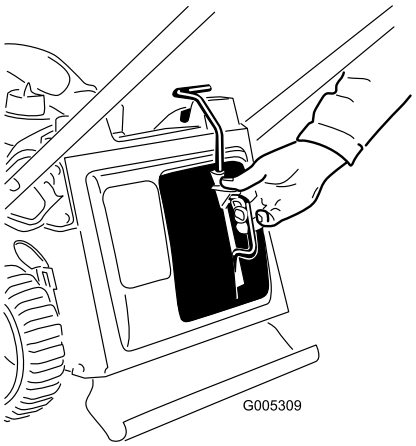

**Figur 8**
2. Tryck in knappen på spaken med tummen och för in mullningspluggen hela vägen i öppningen (Figur 8).